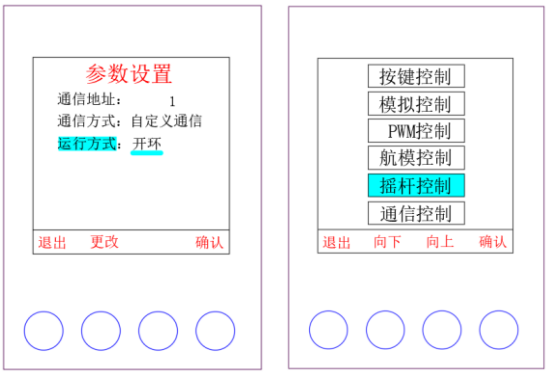

图 6.31 外部摇杆开环控制的运行模式和控制方式选择界面参数设置
- 运行模式可通过按键操作进入参数设置界面进行切换。如图 6.31。
- 控制方式可通过按键操作进入模式选择界面进行切换。如图 6.31。